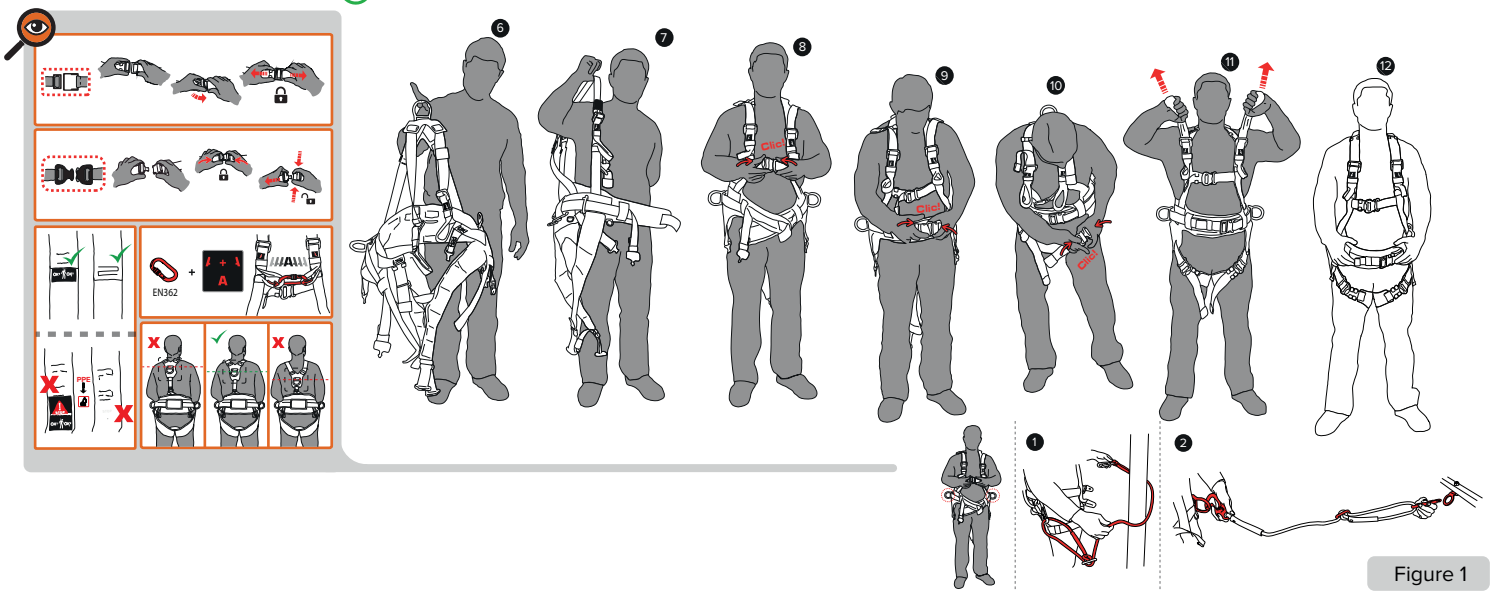

Figure 1
Before using the Personal Protection Equipment (PPE), you must carefully read and fully understand the safety information provided in the general and specific equipment instructions. ATTENTION: If you have any questions regarding the product, require the instructions in other languages, need declarations of conformity, or have any other inquiries about the PPE, please contact us at: www.fallsafe-online.com. WARNING: The manufacturer and seller disclaim any responsibility for improper use, incorrect application, or unauthorized modifications/repairs of the FALL SAFE® equipment. The full-body harness is the only acceptable body retention device for use in a fall arrest system. It should only be used as a personal fall arrest system in accordance with EN363, which includes fall arrest systems, restraint systems, work positioning systems, and rescue systems with the following tested and approved components: height safety devices (EN360), travelling fall arrest devices on movable guides (EN353-2), lanyards with strap fall brakes (EN354/EN1496), lanyards (EN354), and karabiners (EN362). The anchorage point for the PPE should, if possible, be located above the user and must meet the requirements specified in EN795 (minimum strength of 12kN). The dorsal and chest D-rings (designated as "A" points) must be connected to a fall arrest system that complies with current standards. Only the "A" attachment point should be used for fall arrest system connection, such as a mobile fall arrest or an energy absorber. In the event of a fall, the fall arrest attachment point elongates approximately 0.5 meters. This elongation must be considered in clearance calculations. When available, the ventral and side attachment points on the work belt are designed to either secure the user in a work position or prevent the user from entering a hazardous zone. ATTENTION: The side attachment point is not designed for fall arrest. Always use the two side attachment points together by linking them with a work positioning lanyard to ensure comfortable support from the work belt's comfort pad. WARNING: Ensure the webbing is correctly positioned. ATTENTION: Prolonged suspension following a fall can cause suspension trauma, potentially leading to severe injuries or death. Avoid suspension trauma. The rescue harness is intended for wear during normal working activities. Perform a suspension test in a safe environment before first use to ensure the harness is the correct size, has adequate adjustment, and is comfortable for the intended use. WARNING: The waist belt is not suitable for fall arrest and should not be used if there is a foreseeable risk of suspension or unintended tension. When using a work positioning system, consider the need for a backup, such as a fall arrest system. WARNING: For work positioning, ensure an anchor point is positioned above waist level for safety. To adjust the work positioning lanyards, attach the connector at the lanyard end to the positioning side D-ring of your harness. Pass the rope through a reliable anchor point (EN795). Attach the connector at the other lanyard end to the positioning D-ring. You can attach the positioning lanyard to a ring anchor point. WARNING: The rope must be taut to prevent accidents. Never connect lanyards directly to a structure (cable, bar, etc.) with a slope greater than 15°, as the fall length may exceed 0.6 meters. WARNING: Karabiners must always be used with the gate closed and locked. Always verify the gate is securely locked by pressing it with your hand. Avoid contact with sharp or abrasive surfaces and objects. According to EN358, it is essential to regularly check fastening and adjustment elements during use. ATTENTION: The waist belt is approved for users, including tools and equipment, up to 140 kg. In accordance with EN813, regularly check fastening and adjustment elements, as well as inspect the sit harness for any damage. ATTENTION: A sit harness is not suitable for fall arrest purposes. Attachment points on the sit harness (figure 1) can be used for restriction or work positioning. For work positioning (1), attach the work positioning lanyard connector to the work positioning ring on the sit harness, pass the rope through a secure point, ensure the lanyard is taut, and attach it to the other side ring. For restriction (2), attach the connector at the other lanyard extremity to the positioning D-ring and secure the positioning lanyard to a fixed anchor point.
Przed użyciem ŚOI (ŚOI) należy uważnie przeczytać i w pełni zrozumieć informacje dotyczące bezpieczeństwa zawarte w ogólnych i szczegółowych instrukcjach obsługi. UWAGA: W przypadku pytań dotyczących produktu, potrzeby instrukcji w innych językach, deklaracji zgodności lub innych pytań dotyczących ŚOI, prosimy o kontakt pod adresem: www.fallsafe-online.com. OSTRZEŻENIE: Producent i sprzedawca nie ponoszą odpowiedzialności za niewłaściwe użytkowanie, nieprawidłowe zastosowanie lub nieautoryzowane modyfikacje/naprawy sprzętu FALL SAFE®. Szelki bezpieczeństwa są jedynym dopuszczalnym urządzeniem podtrzymującym ciało w systemie chroniącym przed upadkiem z wysokości. Powinien być używany wyłącznie jako osobisty system powstrzymywania upadku zgodnie z normą EN363, która obejmuje systemy powstrzymywania upadku, systemy ograniczające, systemy ustalania pozycji podczas pracy oraz systemy ratunkowe z następującymi przetestowanymi i zatwierdzonymi komponentami: urządzenia zabezpieczające przed upadkiem z wysokości (EN360), ruchome urządzenia powstrzymujące upadek z ruchomymi prowadnicami (EN353-2), linki bezpieczeństwa z hamulcami pasowymi (EN354/EN1496), linki bezpieczeństwa (EN354) oraz karabinki (EN362). Punkt mocowania ŚOI powinien, w miarę możliwości, znajdować się nad użytkownikiem i musi spełniać wymagania określone w normie EN795 (minimalna wytrzymałość 12 kN). Piersiowe i piersiowe pierścienie mocujące typu D (oznaczone jako punkty „A") muszą być połączone z systemem powstrzymywania upadku zgodnym z obowiązującymi normami. Do połączenia z systemem powstrzymywania upadku, takim jak mobilny system powstrzymywania upadku lub amortyzator, należy używać wyłącznie punktu „A". W przypadku upadku punkt mocowania systemu powstrzymywania upadku wydłuża się o około 0,5 metra. To wydłużenie musi być uwzględnione w obliczeniach luzu. Jeśli są dostępne, przednie i boczne punkty mocowania pasa roboczego są zaprojektowane tak, aby albo zabezpieczyć użytkownika w pozycji roboczej, albo uniemożliwić mu wejście do strefy niebezpiecznej. UWAGA: Boczny punkt mocowania nie jest przeznaczony do zatrzymywania upadku. Zawsze używaj dwóch bocznych punktów mocowania razem, łącząc je za pomocą linki bezpieczeństwa do stabilizacji pozycji roboczej, aby zapewnić wygodne wsparcie dzięki podkładce bezpieczeństwa pasa roboczego. OSTRZEŻENIE: Upewnij się, że taśma jest prawidłowo ułożona. UWAGA: Długotrwałe wiszenie po upadku może spowodować uraz wiszenia, potencjalnie prowadząc do poważnych obrażeń lub śmierci. Unikaj urazów wiszenia. Szelki ratunkowe są przeznaczone do noszenia podczas normalnych czynności roboczych. Przed pierwszym użyciem wykonaj test wiszenia w bezpiecznym środowisku, aby upewnić się, że szelki mają odpowiedni rozmiar, są odpowiednio wyregulowane i wygodne do zamierzonego użytku. OSTRZEŻENIE: Pas biodrowy nie nadaje się do zatrzymywania upadku i nie powinien być używany, jeśli istnieje przewidywalne ryzyko wiszenia lub niezamierzonego naprężenia. Podczas korzystania z systemu pozycjonowania roboczego należy rozważyć potrzebę zastosowania zabezpieczenia, takiego jak system zatrzymywania upadku. OSTRZEŻENIE: W przypadku ustalania pozycji roboczej, należy upewnić się, że punkt kotwiczenia znajduje się powyżej poziomu pasa dla bezpieczeństwa. Aby wyregulować linki bezpieczeństwa do ustalania pozycji roboczej, należy przymocować łącznik na końcu linki do bocznego pierścienia D uprzęży. Przewlec linę przez niezawodny punkt kotwiczenia (EN795). Przymocować łącznik na drugim końcu linki do pierścienia D do ustalania pozycji. Linkę bezpieczeństwa do ustalania pozycji można przymocować do punktu kotwiczenia z pierścieniem. OSTRZEŻENIE: Lina musi być napięta, aby zapobiec wypadkom. Nigdy nie mocuj linek bezpieczeństwa bezpośrednio do konstrukcji (liny, pręta itp.) o nachyleniu większym niż 15°, ponieważ długość upadku może przekroczyć 0,6 metra. OSTRZEŻENIE: Karabinki muszą być zawsze używane przy zamkniętej i zablokowanej bramce. Zawsze sprawdzaj, czy bramka jest bezpiecznie zablokowana, naciskając ją ręką. Unikaj kontaktu z ostrymi lub szorstkimi powierzchniami i przedmiotami. Zgodnie z normą EN358, konieczne jest regularne sprawdzanie elementów mocujących i regulacyjnych podczas użytkowania. UWAGA: Pas biodrowy jest dopuszczony dla użytkowników, w tym narzędzi i sprzętu, o wadze do 140 kg. Zgodnie z normą EN813 należy regularnie sprawdzać elementy mocujące i regulacyjne, a także sprawdzać uprząż biodrową pod kątem uszkodzeń. UWAGA: Uprząż biodrowa nie nadaje się do zatrzymywania upadku. Punkty mocowania na uprzęży biodrowej (rysunek 1) mogą być używane do ograniczania lub pozycjonowania roboczego. W przypadku pozycjonowania roboczego (1) należy przymocować łącznik linki bezpieczeństwa do pierścienia pozycjonującego na uprzęży biodrowej, przeciągnąć linę przez punkt zabezpieczający, upewnić się, że linka jest napięta i przymocować ją do drugiego pierścienia bocznego. W przypadku ograniczania (2) należy przymocować łącznik na drugim końcu linki bezpieczeństwa do pierścienia D pozycjonującego i zabezpieczyć linkę bezpieczeństwa do stałego punktu kotwiczenia.